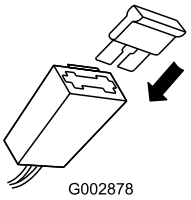

Figur 30
2. Sätt i säkringen i hållaren (Figur 30).